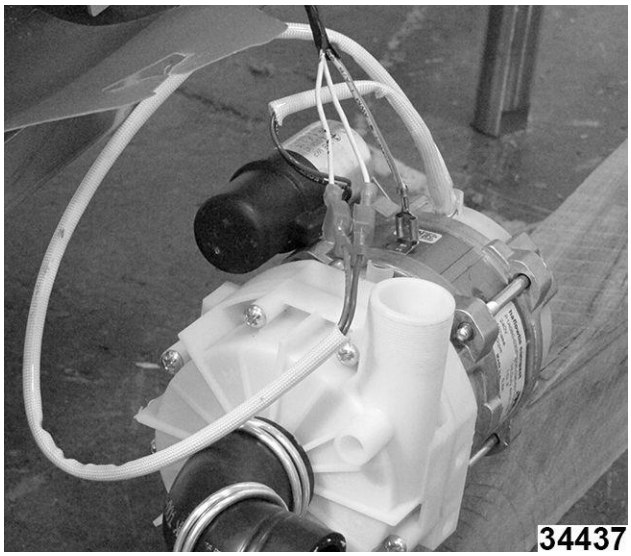

Fig. 115
6. Desconecte el cable de tierra y el arnés de cables de la bomba. Fig. 115